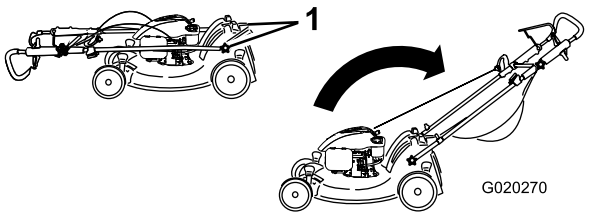

Figur 3
1. Fjern knottene på håndtaket fra maskinhuset (Figur 3).
3. Monter og stram knottene på håndtaket som du fjernet i tidligere trinn 1 (Figur 3).